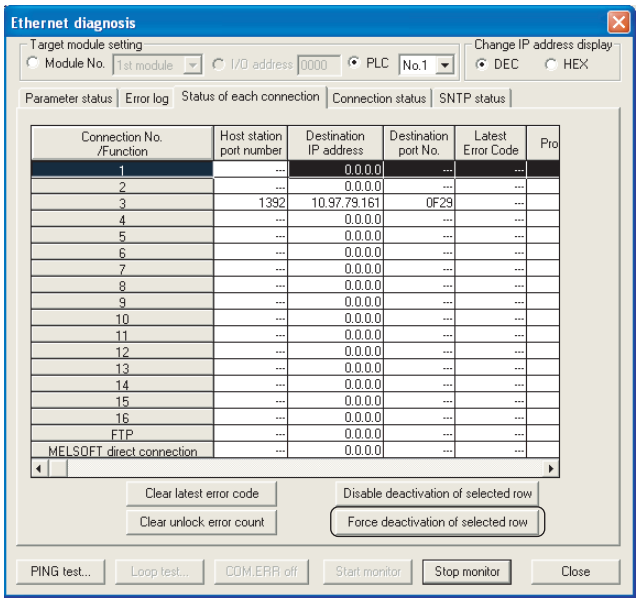

Figure 7.32 Ethernet diagnosis screen
• By selecting the target connection on the Status of each connection tab, which is displayed by clicking the "Built-in Ethernet port diagnostics" button on the PLC diagnostics screen in GX Developer. (Refer to Figure 7.32.)